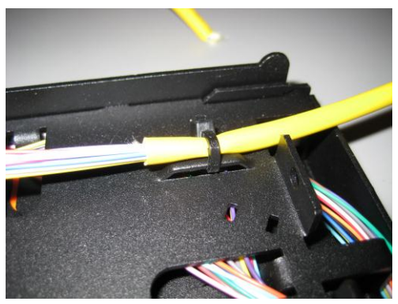

Figura 4
3.5 Determine en qué lado del módulo empalme Opt-X va a entrar el cable de entrada en la base de la zona de almacenamiento. Este lado del módulo es donde se asegurarán las fibras a la base usando los amarradores suministrados (Ver Figura 4).